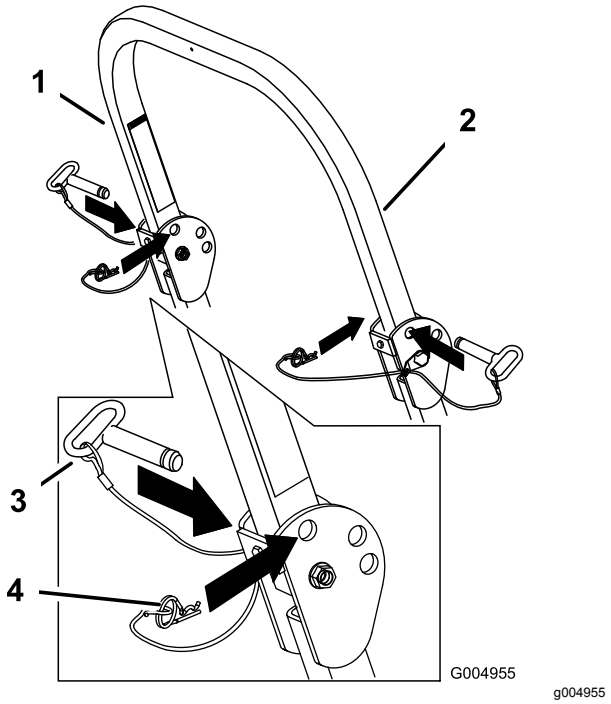

Figur 9
1. Fjern låseclipsene, og afmonter de to pinde (Figur 9).
3. Monter de to pinde, og fastgør dem med låseclipsene (Figur 9).
4. Fjern låseclipsene og de to pinde for at hæve styrtbøjlen (Figur 9).
5. Hæv styrtbøjlen til oprejst position, monter de to pinde, og fastgør dem med låseclipsene (Figur 9).